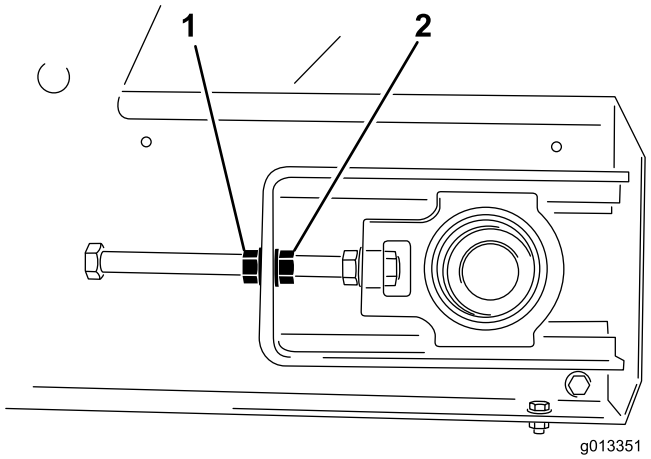

Figuur 55
4. Houd met twee sleutels het uiteinde van de spanstang stationair en draai vervolgens de borgmoer los, dit is de moer die zich het dichtst bij het uiteinde van de stang bevindt (Figuur 55).
3. Houd aan de kant waar de band naartoe trekt het uiteinde van de spanstang stationair en draai vervolgens de borgmoer los en draai de stelmoer twee platte kanten van de moer verder vast (Figuur 55).